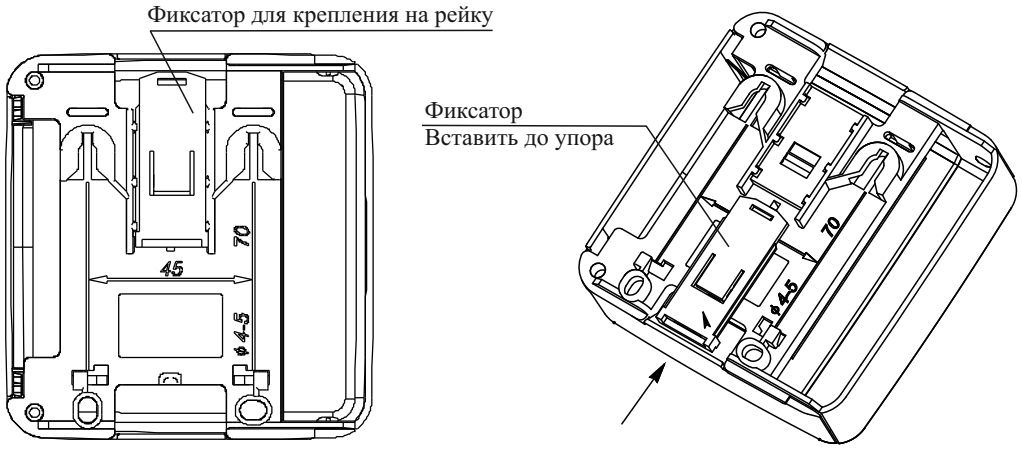

Рисунок 3
– в направляющие основания вставить фиксатор, входящий в комплект поставки (рисунок 3),